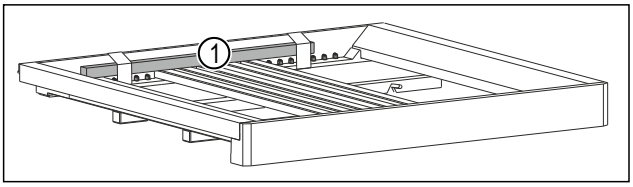

Fig. 7 *
▶ Holzstab *Fig. 7 (1)* entfernen.*